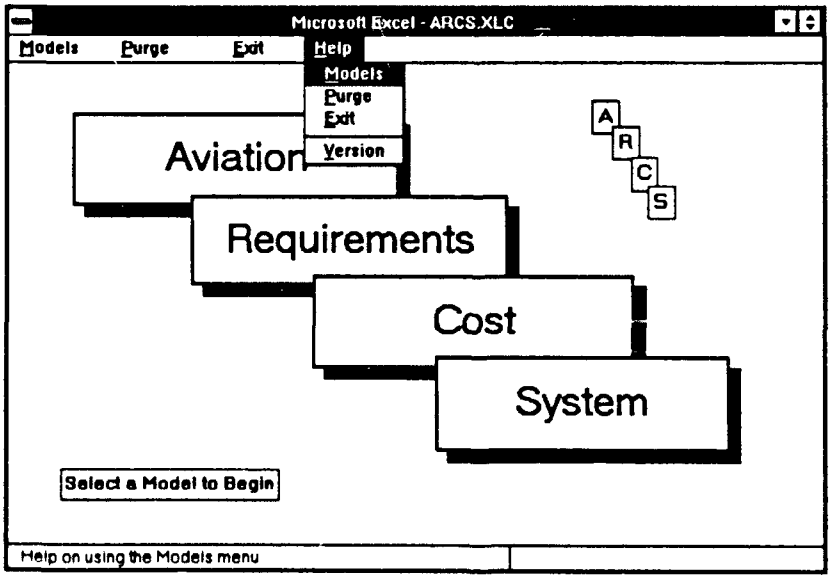

Figure 11. ARCS Help Menu Options
- **Help** provides a pull-down menu for access to on-line information regarding the menu choices (Figure 11). You may also access the on-